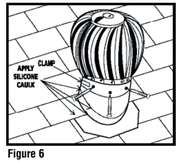

Figure 6
Attachez la tête de la turbine… Fixez solidement l'unité de turbine sur le collier de base serti. Avec trois (3) vis à tôle (incluses), fixez la turbine en passant par les trous de l'anneau d'embase. Appliquez un scellant silicone transparent, un enduit de toiture ou un scellant uréthane entre l'unité de la turbine et la colonne, et tout autour des têtes de vis à tôle. **(Figure 6)**
Important : Appliquez un scellant silicone transparent, un enduit de toiture ou un scellant uréthane sur les bords des solins exposés, ainsi qu'à la jonction de la colonne et du solin, sur le cordon reliant les sections supérieure et inférieure de la colonne, sur les coutures verticales de ces sections, et sur les têtes des clous* exposées. **(Figure 6)**